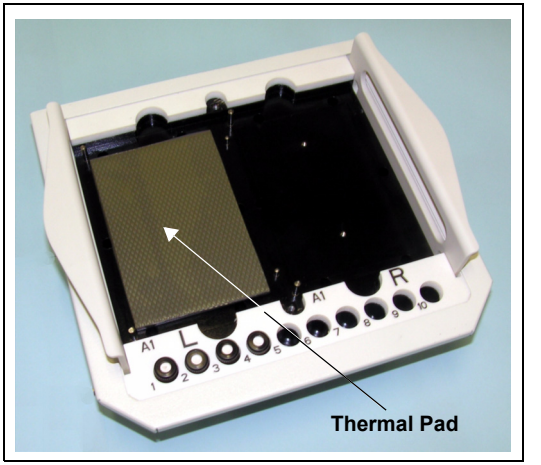

Figure 5-39. Well Plate Tray with One Thermal Pad Installed
7. Turn over the pad and align the edges of the pad with the edges of the recessed rectangle on the left side of the tray. Place the pad (sticky side down) in the tray (see Figure 5-39).